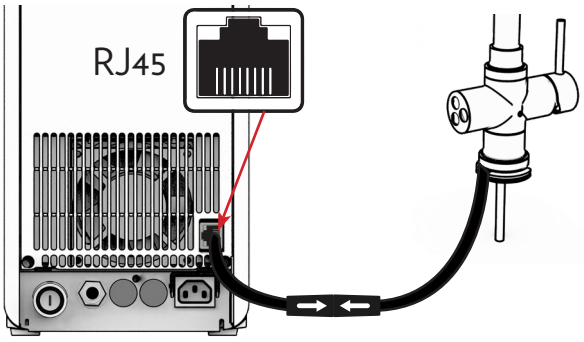

Fig. 1-17
19.3 - Connettere il cavo RJ45 nel lato posteriore dell'apparecchio, vedi fig. 1-17.